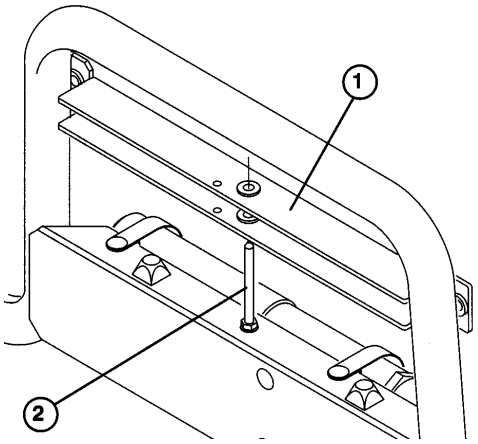

Afbeelding 23
2. Haal de veiligheidssteun van de opslagpen bovenaan het steunprofiel van de rugleuning van de WORKMAN (Afb.23).